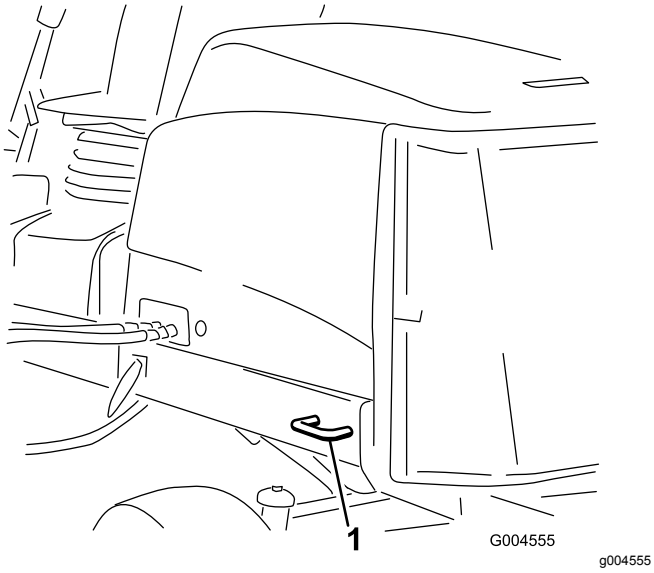

Figur 35
- Bak – på hver side av maskinen på den bakre rammen (Figur 35)